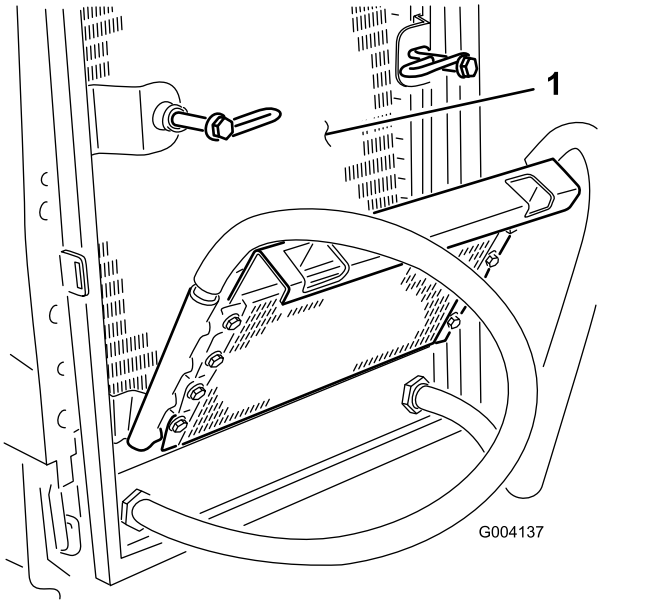

Figur 61
6. Rengjør begge sidene av oljekjøleren og radiatoren (Figur 61) grundig med trykkluft.